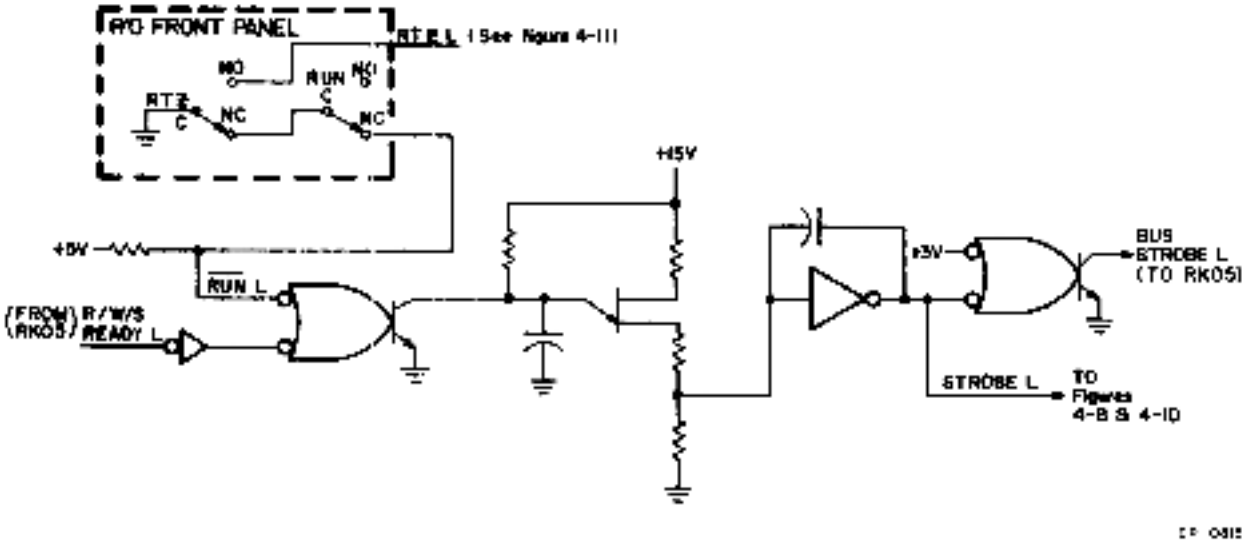

Figure 4-7 Strobe Oscillator
4.3.2.1 Strobe Oscillator – The strobe oscillator (Figure 4-7) generates strobes which are used internally and are also output to the disk drive to gate in the cylinder address. Setting the front panel RUN switch to the up position clears the $\overline{\text{RUN}}$ L line. When the disk drive is ready to execute another operation, the **R/W/S READY L** line asserts, turning the input driver off. With the driver off, the capacitor charges until the UJT (unijunction transistor) conducts, discharging the capacitor and generating a positive-going pulse which is inverted by the output inverter asserting **STROBE L**. The negative-going pulse output turns the output driver on, asserting **BUS STROBE L**. In response to **BUS STROBE L**, the disk drive initiates a seek operation and clears the **R/W/S READY L** input.